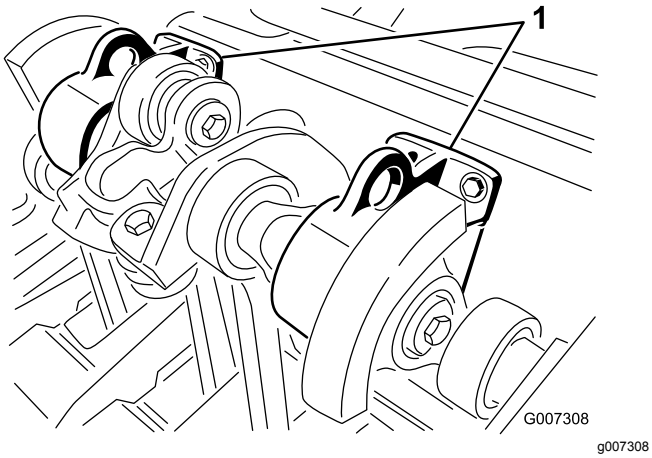

**Figur 27**
**Obs:** En upphissningsanordning kan användas, om en sådan finns tillgänglig, för att lyfta upp ProCore-luftarens bakdel. Använd öglorna på luftarhuvudets lagerhus för att fästa upphissningsanordningen (Figur 27)